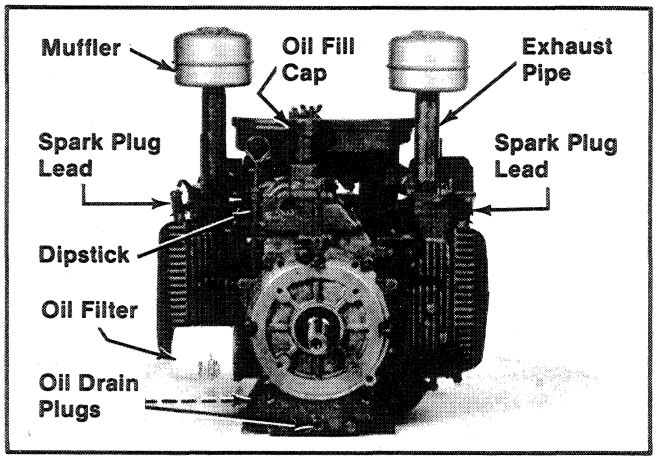

**Figure 9-1. Removing Spark Plug Leads, Oil Drain, Oil Filter, And Mufflers.**
1. Remove the oil fill cap, dipstick, and oil drain plug. Drain the oil from crankcase. Refer to Figure 9-1.